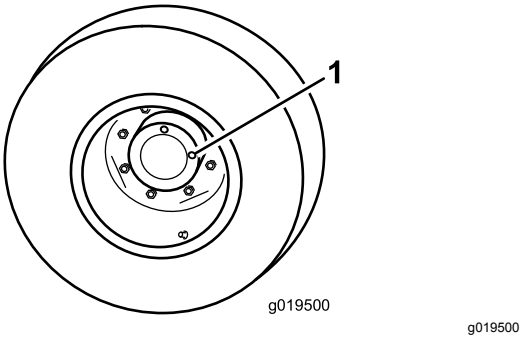

Figur 17
1. Anbring maskinen på et plant underlag, og placer hjulet, således at den ene kontrolprop står i klokken 12-positionen, og den anden står i klokken 3-positionen (Figur 17).
1. Kontrol-/aftapningsprop (2)
2. Fjern proppen i klokken 3-positionen (Figur 17).